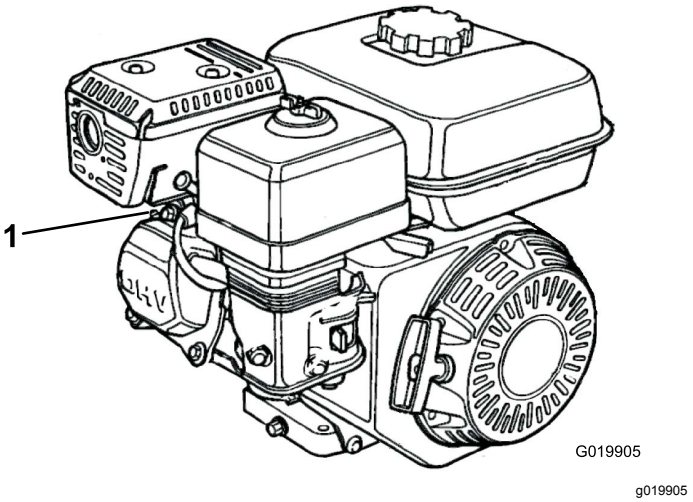

Figure 31
2. Débranchez le fil de la bougie (Figure 31).